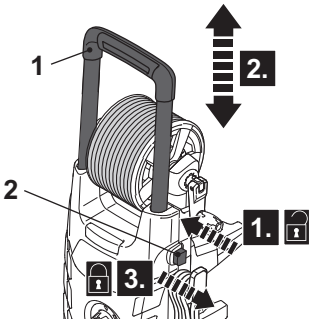

Fig. 19
> Press the lock-off button (2) to unlock the transportation handle (1) (Fig. 19, step 1).